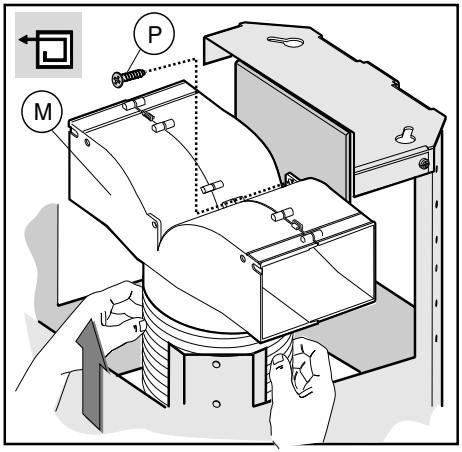
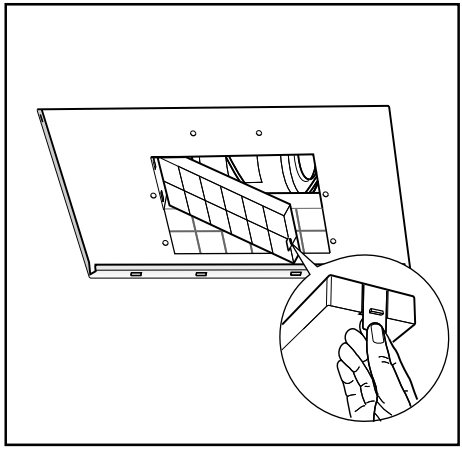

Fig.8
Fig.17
- Filtrerende version: Forbind det bøjelige rør med ventilationsanordningen **M** og fastgør skruerne **I** som vist i (fig. 8), de aktive kulfiltre skal anbringes i den udsugende del, som sidder inde i emhætten (fig. 17).